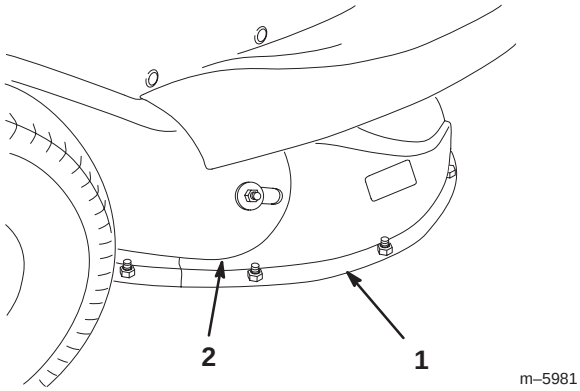

Bild 13
3. Stellen Sie den Schnitthöhenhebel auf die Stellung B oder C. Entfernen Sie die 3 Schrauben, die Scheiben und Muttern, mit denen der Auswurfkanal am Schneidwerk befestigt ist (Bild 13).
4. Entfernen Sie die Schraube, Scheibe und Mutter, mit denen der Auswurfkanal am Auswurfrohr befestigt ist (Bild 13).